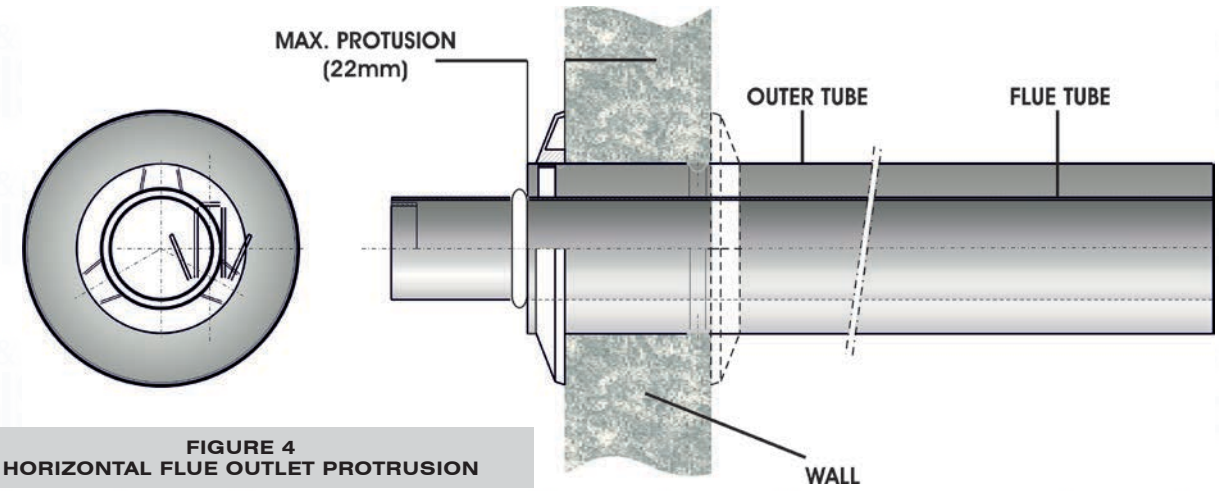

FIGURE 4
8.1.9 If a 'short flue' is used, the factory fitted flue orifice MUST be left in place (see figure 4).